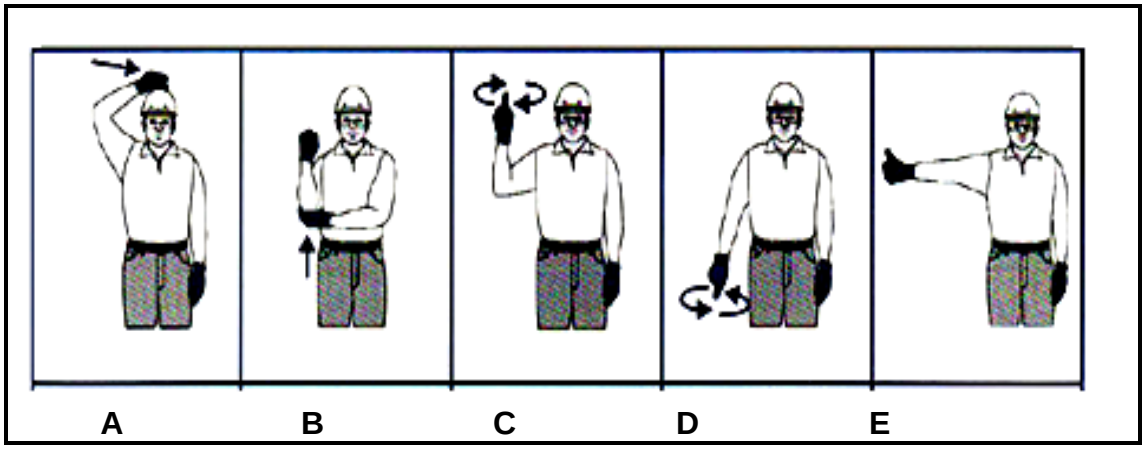

FIGURE 1 (5 × 1) (5)
1.2 FIGURE 1 shows hand signals used during a rigging process. Name the hand signals by writing the answer next to the letter (A–E) in the ANSWER BOOK.